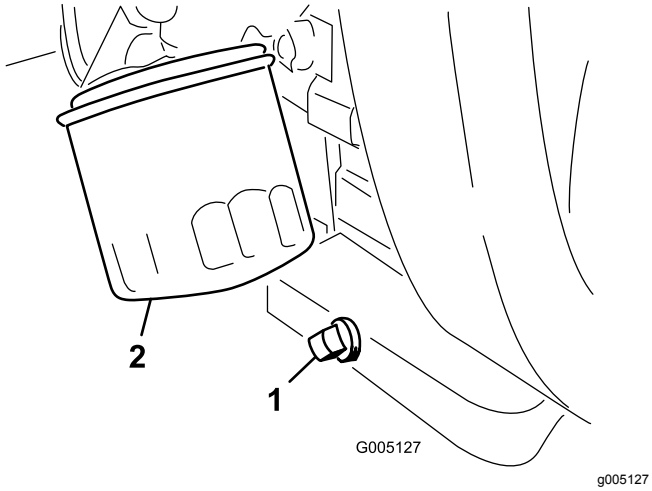

Figuur 34
1. Verwijder de aftapplug (Figuur 34) en laat de olie in een opvangbak lopen.
2. Maak de schroefdraad van de aftapplug schoon, breng PTFE afdichtmiddel aan en monteer de aftapplug (Figuur 34).
3. Verwijder het oliefilter (Figuur 34).